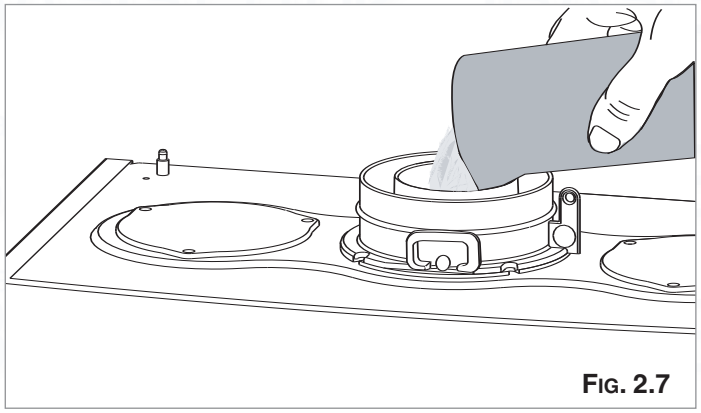

Fig. 2.7
**Before connecting the flue, ensure that 1 litre of water has been poured into the exhaust connection to fill the condensate trap (Fig.2.7). Should the trap be empty there is a temporary risk of flue gasses escaping into the room.**